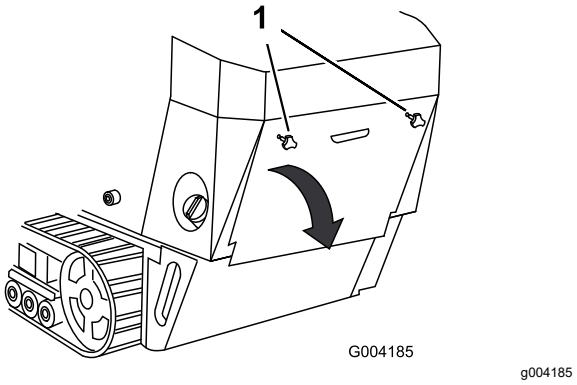

Figuur 25
1. Schroef de 2 handknoppen los waarmee het achterste inspectieluik aan de machine is bevestigd (Figuur 25).
2. Kantel het achterste inspectieluik omlaag en verwijder het om toegang te krijgen tot de interne onderdelen (Figuur 25).